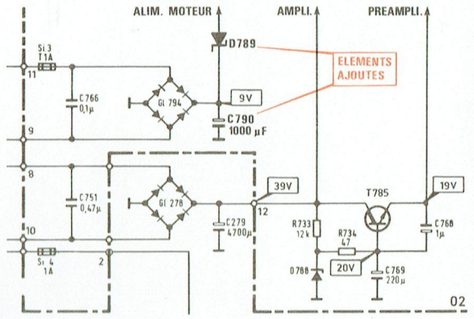

Fig. 42
2° RONFLEMENT (Fig. 42).
a) Une cellule de filtrage supplémentaire a été ajoutée dans le circuit d'alimentation moteur du lecteur-enregistreur de cassettes (Fig. 42).
Cette cellule se compose d'une diode zener ZPY 3,9 D789 et d'un condensateur C790 de 1000 μF 25 V (Fig. 42).